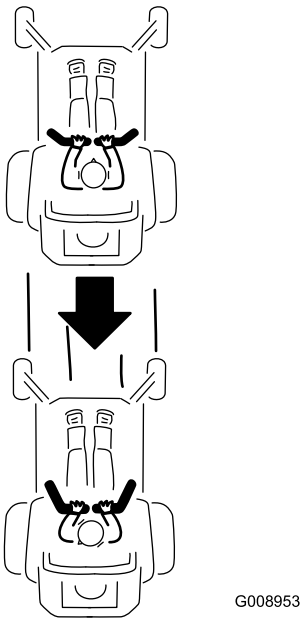

Rysunek 35
2. Aby jechać do tyłu, powoli przesuń dźwignie kierowania do tyłu (Rysunek 35).